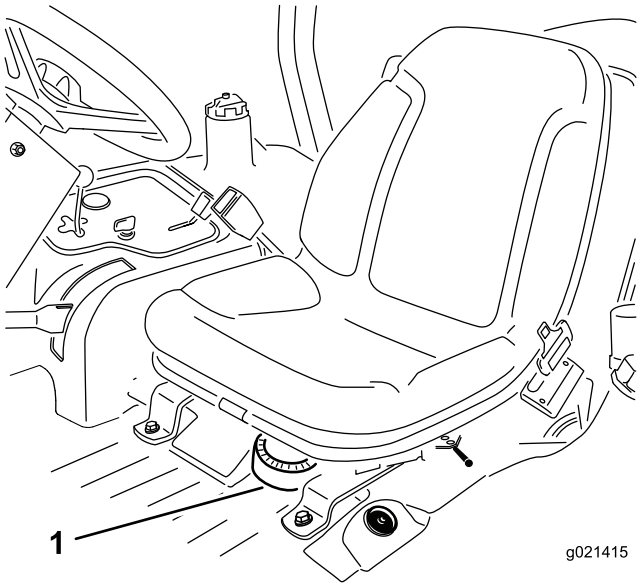

Figur 54
1. Fjern setet fra maskinen for å få tilgang til drivstoffpumpen (Figur 54).